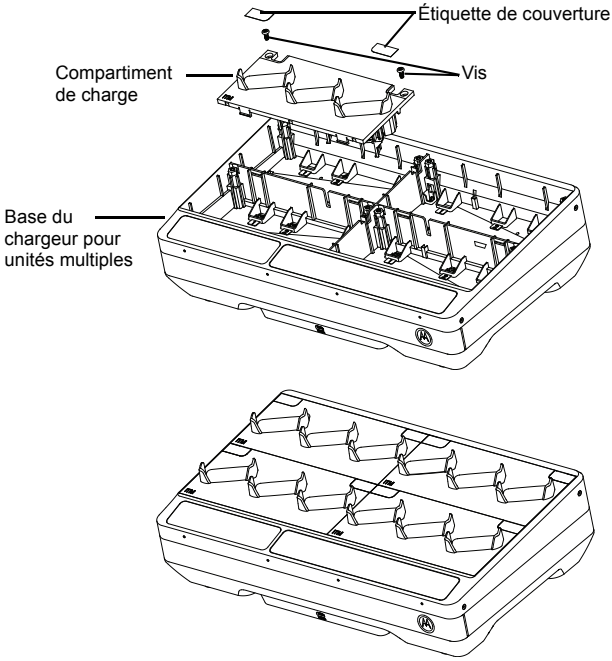

Figure 8 : installation et retrait du compartiment de charge
4. Retirez le faisceau électrique en tirant le connecteur vers le haut (reportez-vous à la Figure 8).